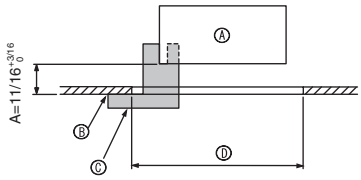

Fig. 9-2
①	Grille	1	950 × 950 (mm), 37-3/8 × 37-3/8 (pouces)
②	Vis avec rondelle captive	4	M5 × 0,8 × 25
③	Jauge	1	(Divisé en quatre parties)
④	Attache	3
⑤	Vis	4	4 × 8
⑥	Vis	1	4 × 12
9.2. Préparation avant d'attacher la grille (Fig. 9-2)
- A l'aide de la jauge ③ fournie avec ce kit, régler et vérifier la position de l'appareil par rapport au plafond. Si l'appareil n'est pas correctement positionné, il y aura des risques de fuites d'air et de la condensation pourrait s'accumuler.